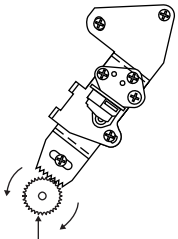

Figure 4-33.
Move the A/C head with the X value adjustment gear driver (JiGDRiVER-6) by the method shown in Figure 4-33, and adjust the A/C head so as to get the maximum envelope waveform. (Note: When the A/C head is adjusted, adjust so that the maximum envelop waveform is obtained nearest the position of initial setting made in Page 21.)
① Tentatively fix A/C head arm screws ① and ② by the method described in Page 21 "Replacement 3".
② Playback the alignment tape (VROEFZCS), and shortcircuit TP802. As a result the auto-tracking is automatically cancelled, so that the X value adjustment mode is set.
③ Move the A/C head with the X value adjustment gear driver by the method shown in Figure 4-33, and adjust the A/C head so as to get the maximum envelope waveform. (Note: At this time adjust so as to get the maximum envelope waveform nearest the A/C head position which has been set in case of X value rough adjustment as stated in Page 24, 3- ②.)
④ Tighten finally the screws ① and ②. Be sure to tighten at first the screw ① and then the screw ②. Final tightening torque is 0.6N·m (If the screw ② is tightened first, the X value may deviate.)
⑤ Adjust the playback switching point (Refer to the electric adjustment method.)
⑥ Playback the self-picture-recorded tape, and check the flatness of envelope waveform and sound.